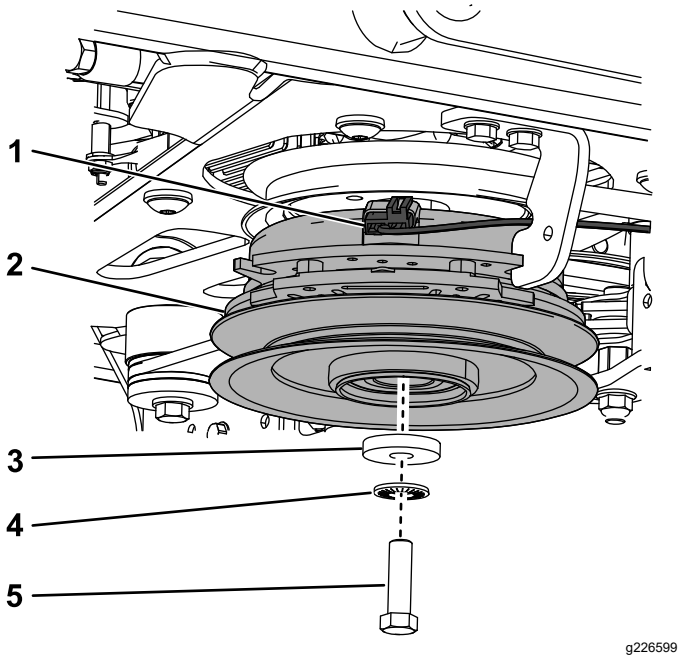

Figure 89
A. Unplug the wire harness from the clutch (Figure 89).
B. Remove the bolt, washer, spring washer, and clutch (Figure 89).